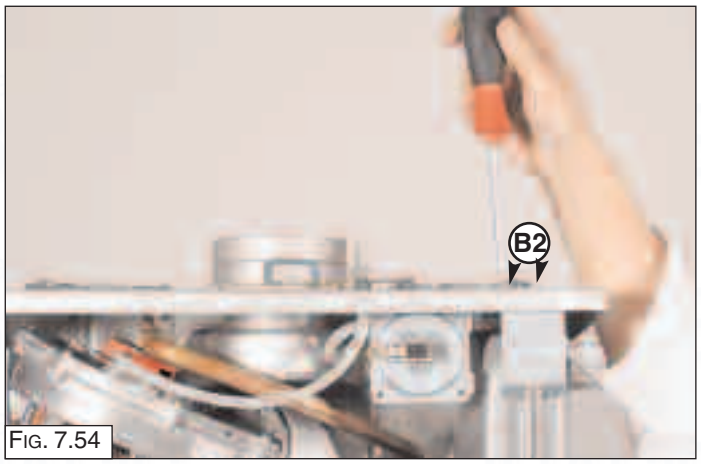

Fig. 7.54
*1.* Unscrew the screws “B2” (Fig. 7.54);